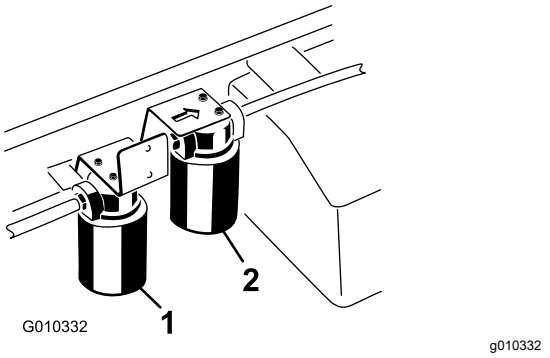

Figur 69
5. Anbring en drænbakke under filteret, og afmonter filteret (Figur 69).
4. Rengør det område, hvor højstrømningsfilteret monteres (Figur 69).